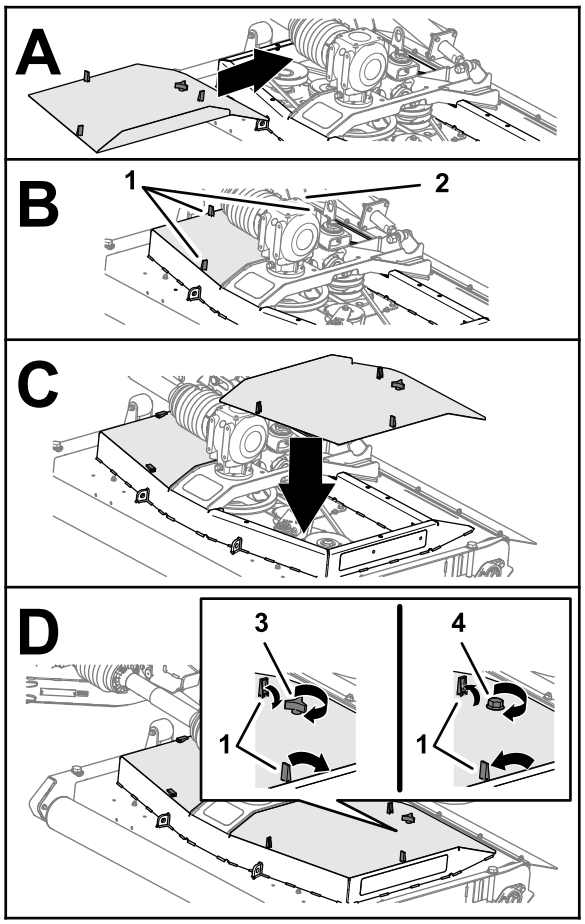

Figur 47
1. Rikta in klippdäckskåpornas spärrar på klippdäckets hål (Figur 47).
2. Montera däckkåpan på klippdäcket (Figur 47).
3. Fäst kåpan (Figur 47) på följande sätt:
4. Fäst kåpans tre spärrar på klippdäcket (Figur 47).
5. Upprepa steg 1 till 4 för de andra kåporna som du avlägsnade (Figur 47).